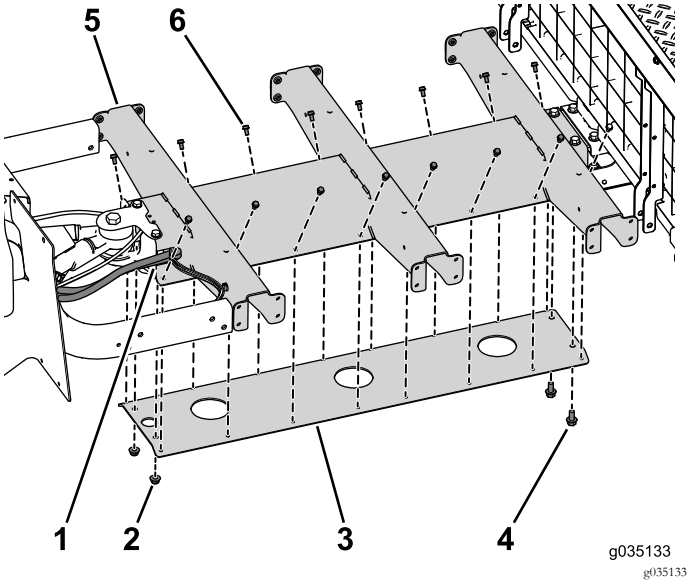

Figura 78
2. Instale sem apertar os dois parafusos (3/8" x ¾"), 16 parafusos (¼" x ½") e as duas porcas flangeadas (3/8") para prender a placa inferior ao canal central (Figura 78).